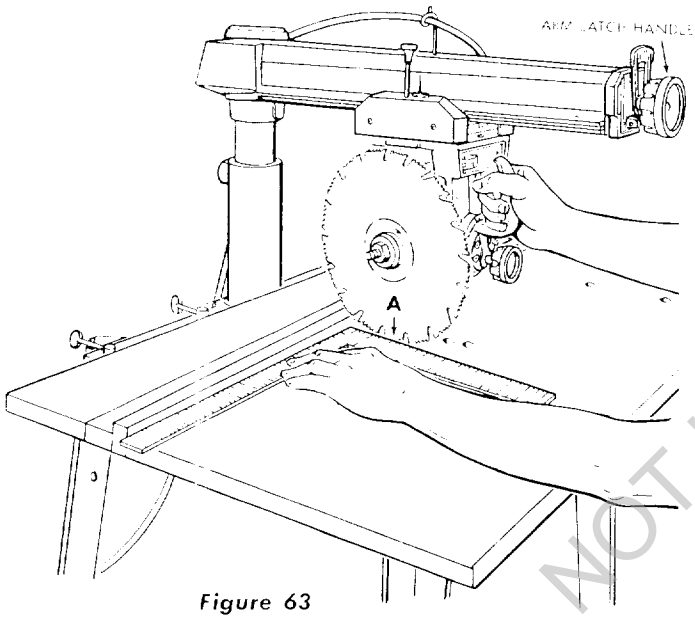

Figure 63
(3) Rotate the arm latch handle (figure 63) one-quarter turn counterclockwise but do not pull it out.
(5) Move radial arm slightly in the proper direction to make saw tooth ("A", figure 63) follow edge of square when the saw blade is moved in and out in a "cross-cut" manner.
(6) Re-tighten the hex-head screws inside radial arm then tighten the arm latch handle (figure 63.)
(7) Recheck travel of blade tooth ("A") with the square (figure 63), to make sure that tightening the screws did not affect the adjustment.
(8) After the cross-cut has been accurately squared, install the radial arm cap with two 1/4-20 x 1-3/4-inch screws and 1/4-inch lockwashers. Then, install the radial arm indicator with its attaching screw finger tight.
(9) Set the radial arm indicator to 0° and tighten the attaching screw securely.